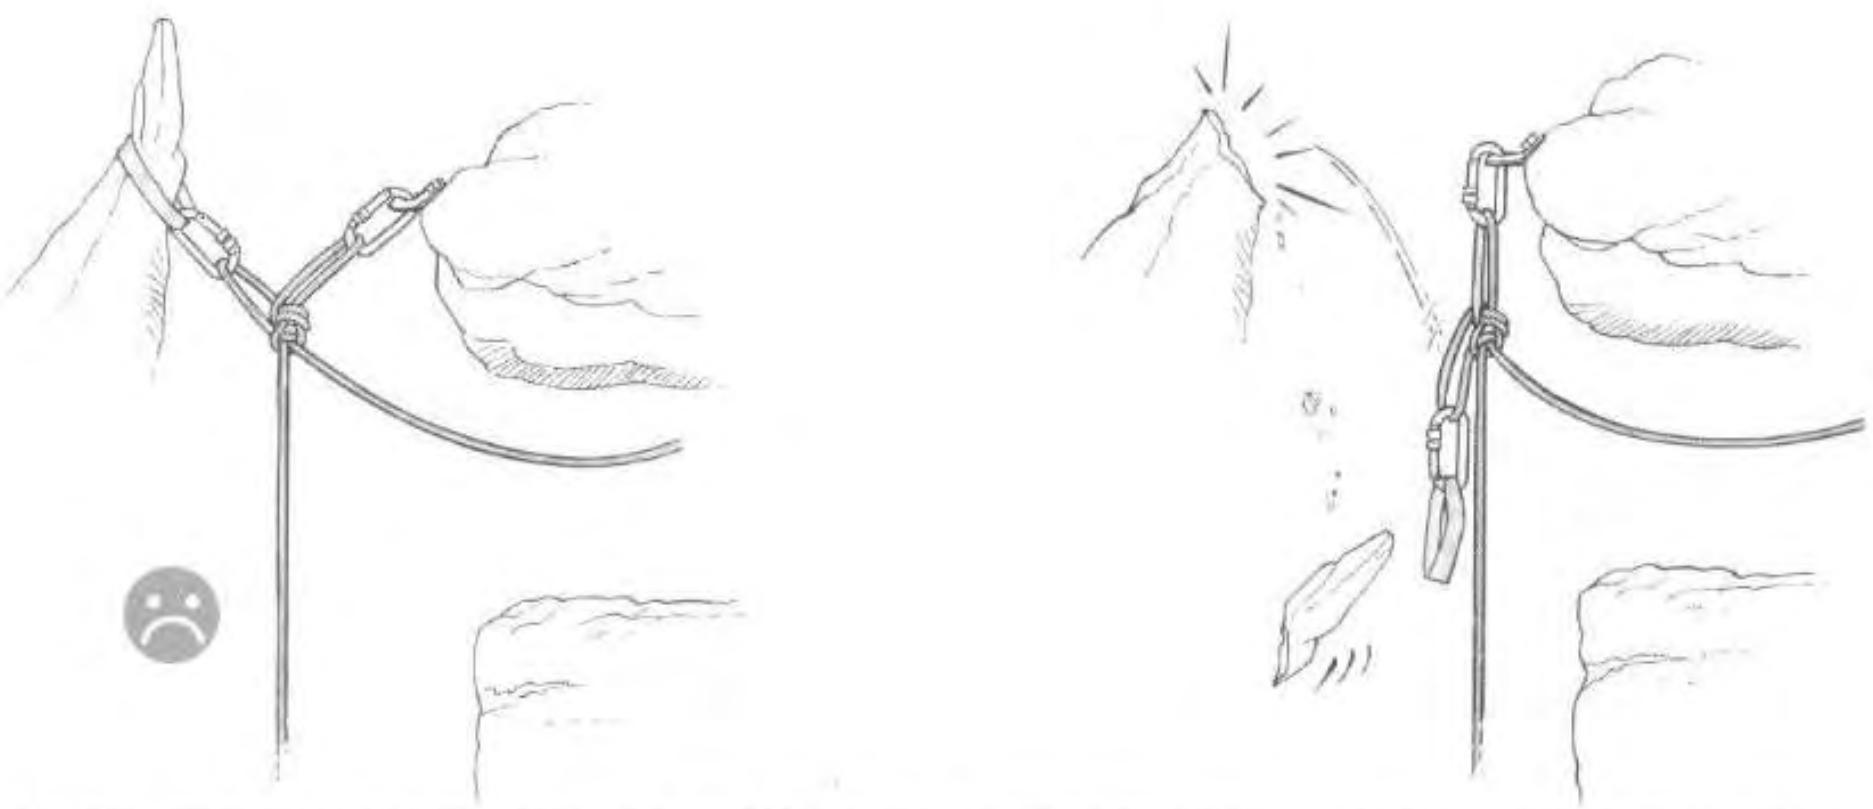

Fig. 244 – With this rigging, the anchor plate could break under the shock load following the failure of the backup anchor.
- Never place an anchor plate so that it will not sit in alignment with the rope's line of descent if the primary anchor fails (fig. 244, page 186).